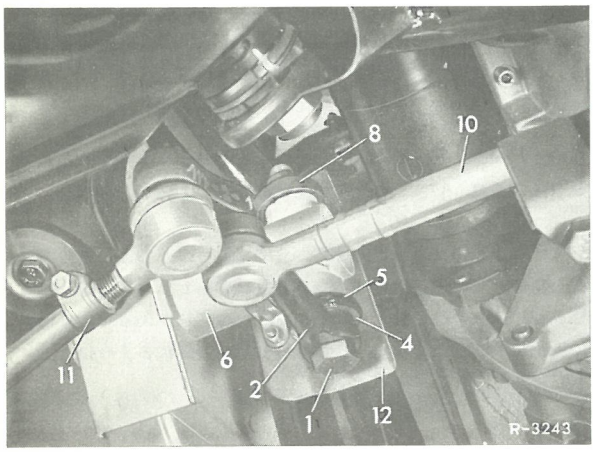

Fig.46-5/1
1 Skærmen(12) tages af styremellemarmens (2) leje(6) (fig.46-5/11).